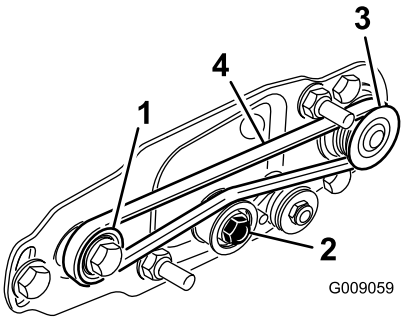

Figuur 16
- Leg de riem rond de **aangedreven** poelie en vervolgens over de bovenzijde van de spanpoelie (Figuur 16).
- Begin de riem aan te brengen op de **aandrijf**poelie (Figuur 16).